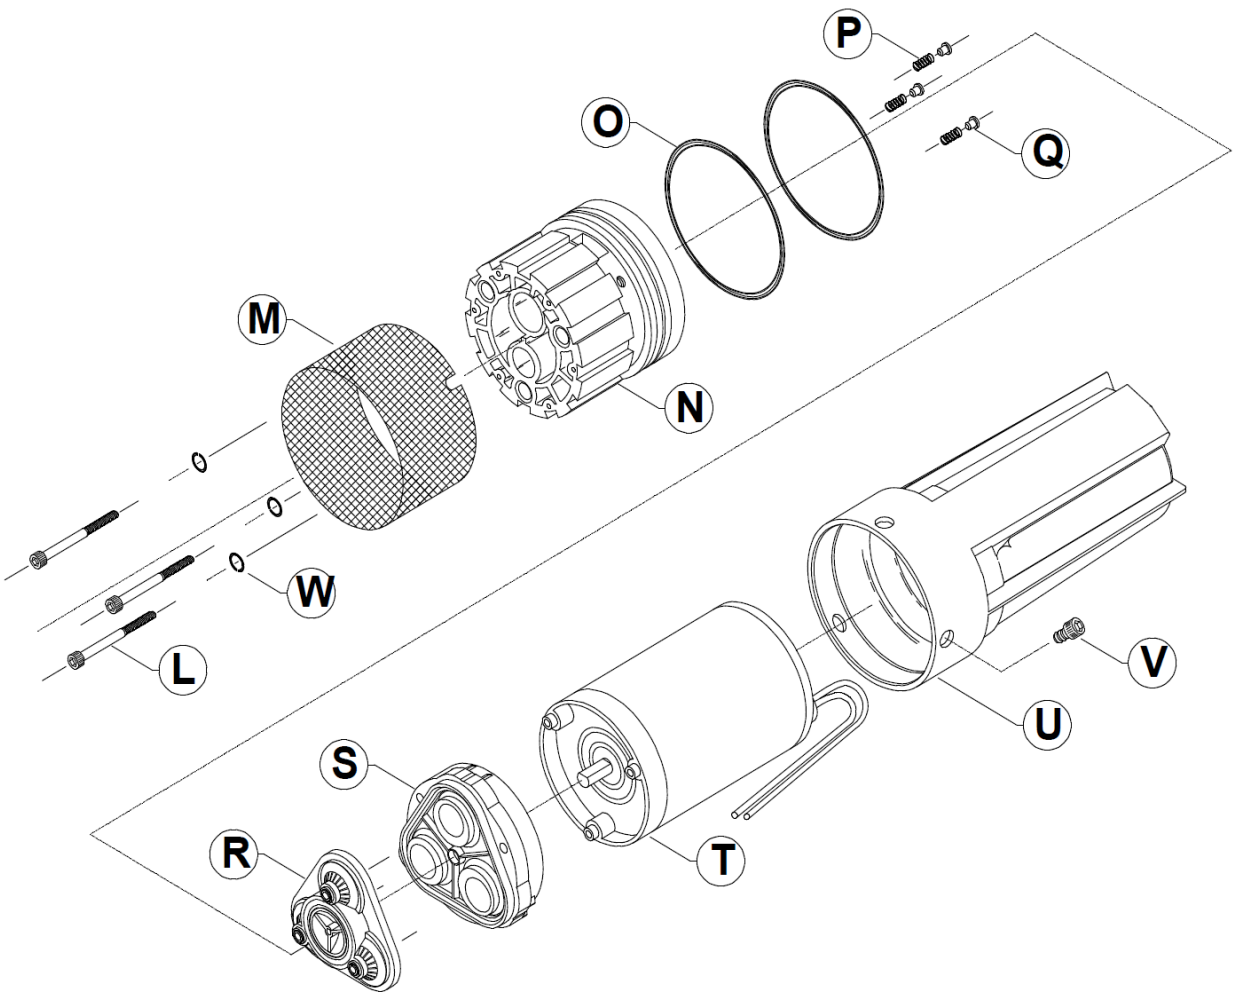

ABBILDUNG 11
5.2 Nehmen Sie die Hebeplatte (F) ab.
Hinweis: **Achten Sie darauf, die O-Ringe (I) wieder auf die Zapfen der Hebeplatte (F) zu setzen (Abb. 11, Ansicht B), bevor Sie mit Schritt 6 fortfahren.**
6. Entfernen Sie das Filtersieb (M) zur Reinigung.
8. Entfernen Sie den Kanister (U) (Abb. 11).
1. Setzen Sie die Großen O-Ringe (O) des Oberen Gehäuses ein (Abb. 11 und 12).
2. Installieren Sie die Bypass-Baugruppe (P und Q) (Abb. 11 und 12)
3. Installieren Sie die Ventilgehäusebaugruppe (R) (Abb. 11 und 12).
4. Installieren Sie die Untere Gehäusebaugruppe (Teil S) (Abb. 11 und 12).
5. Installieren Sie den Motor (T) (Abb. 11 und 12).